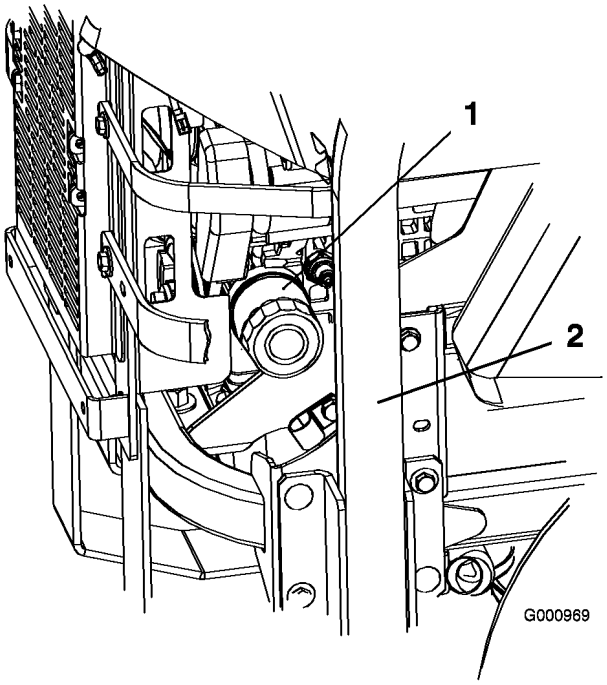
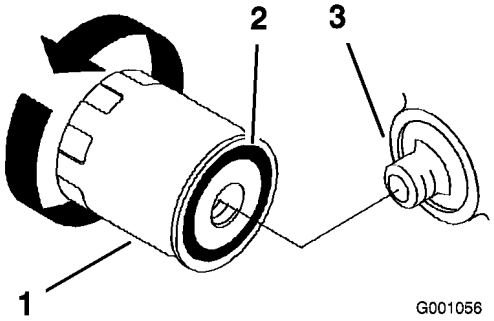

Figur 42
Figur 43
2. Vrid filtret motsols för att ta bort det (Figur 42 och Figur 43).